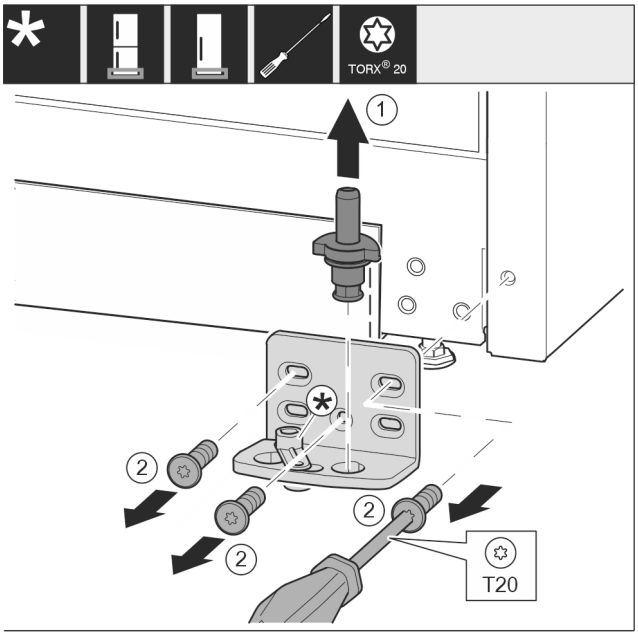

Fig. 13
▶ Pull the bearing bolt *Fig. 13 (1)* out upwards completely.
▶ Use screwdriver to unscrew the screws *Fig. 13 (2)* and remove the swap bearing block.